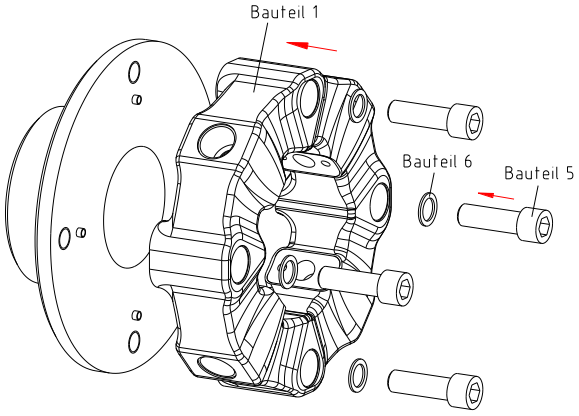

Bild 22: Montage des Elastomerteils an die Nabe axial (Beispiel: Bauart E2H)
- Montieren Sie das Elastomerteil (Bauteil 1) an die Nabe axial (Bauteil 3) oder an den Flansch (Bauteil 4) bzw. an dem kundenseitigen Anbauteil an und richten Sie dabei die Bohrungen zu den Spannhülsen (Bauteil 9) aus (siehe Bild 22).